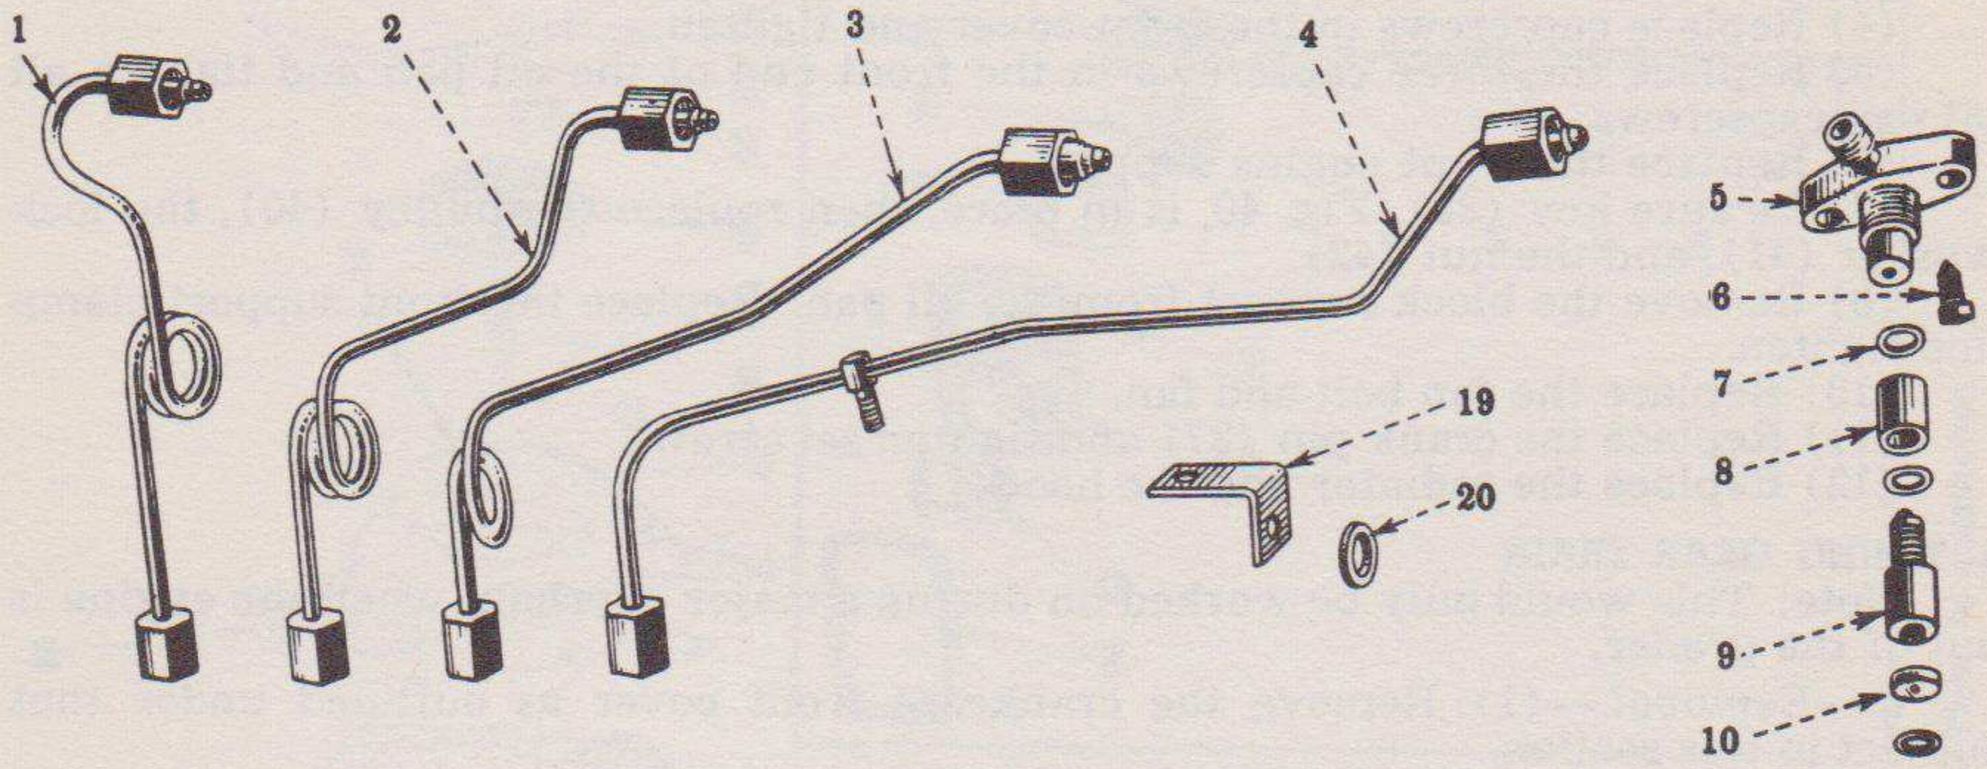

Fig. 44—Exploded view of injection nozzle and pipes.
(2) Remove the nuts on the studs holding the retainer (15), Fig. 44, in the cylinder head and remove the nozzle assembly.
(3) Remove the spacer (18) and the spacer gaskets (17).